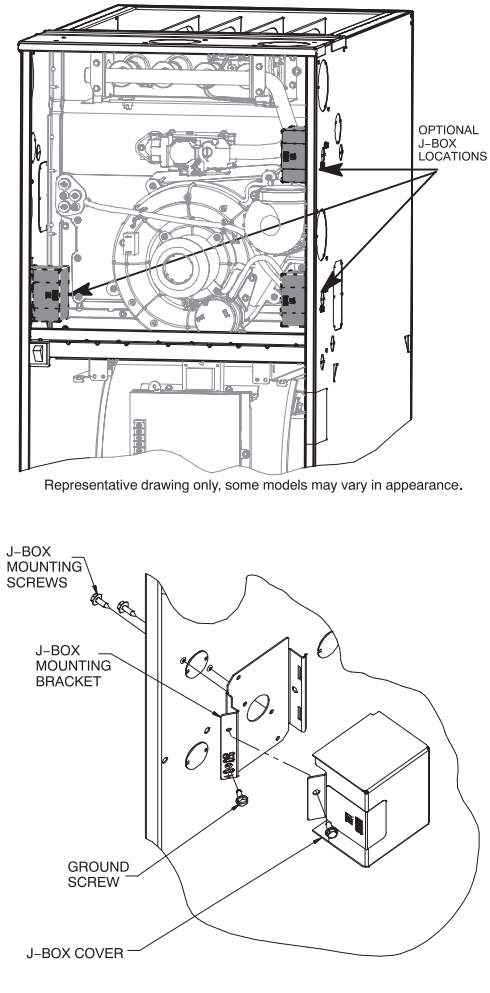

Fig. 32 - Installing J–Box (When Used)
The J–Box cover, mounting bracket and screws are shipped in the loose parts bag included with the furnace. The J–Box can be mounted on the left or right side of the casing, as viewed from the upflow position. See Fig. 32.
Align the J–Box mounting bracket against the inside of the casing and secure the mounting bracket with the screws. See Fig. 32.
6. Connect field ground wire and factory ground wire to green ground screw on J–Box mounting bracket as shown in Fig. 32.
1. Install J–Box mounting bracket to inside of furnace casing. See Fig. 32.
5. Connect field ground wire and factory ground wire to green ground screw on J–Box mounting bracket as shown in Fig. 32.
7. Attach furnace J–Box cover to mounting bracket with screws supplied in loose parts bag. Do not pinch wires between cover and bracket. See Fig. 32.
4. Connect field ground wire and factory ground wire to green ground screw on J–Box mounting bracket as shown in Fig. 32.